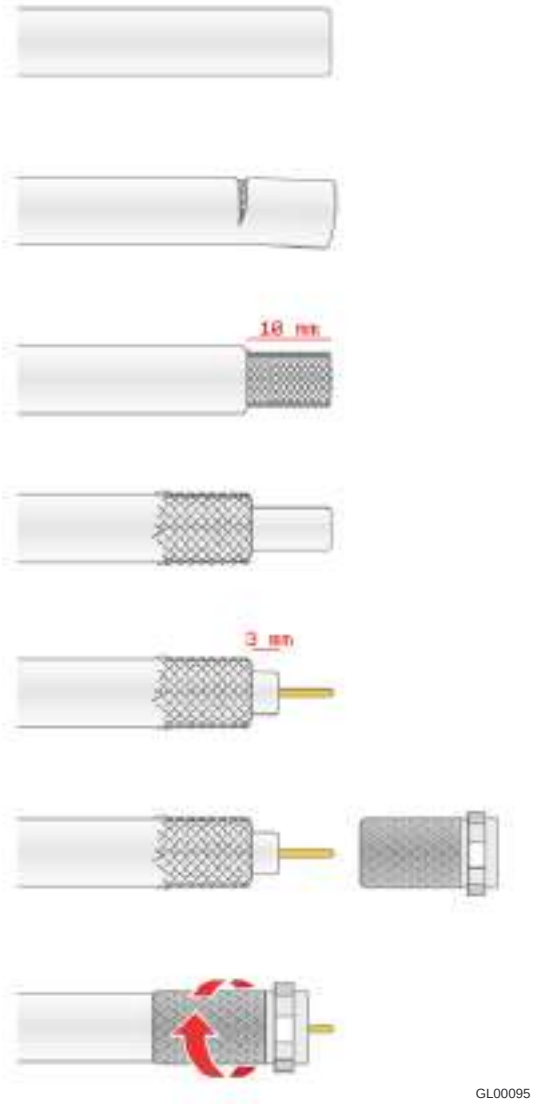

Fig. 13
12. Nel caso dovesse essere necessario accorciare il cavo, fare riferimento alle istruzioni riportate in Fig. 13.